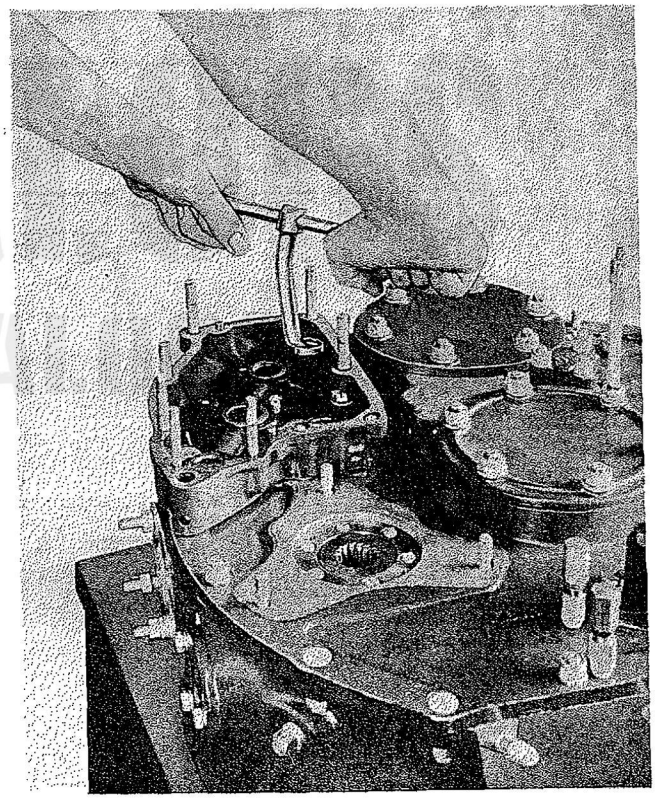

Figure 62—Loosening or Tightening Hidden Nut in Dual Accessory Drive Housing
c. Remove the nuts and washers in recesses in the dual accessory drive housing, using the offset box wrench (Tool No. 800684) for the two ⅝ in. hexagon nuts. Refer to Figure 62. Remove the extended nut and washer on the rim of the housing at the upper right corner, and the two acorn nuts and washers on the underside of the supercharger rear